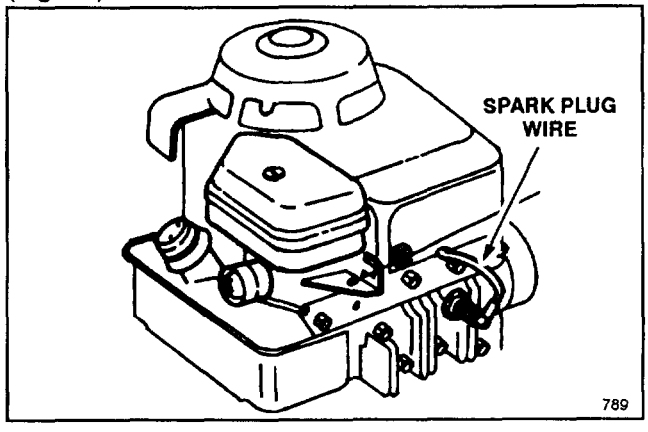

Figure 13
1. Stop engine and pull wire off spark plug (Fig. 13).
1. Stop engine and wait for engine to cool. Pull wire off spark plug (Fig. 13).